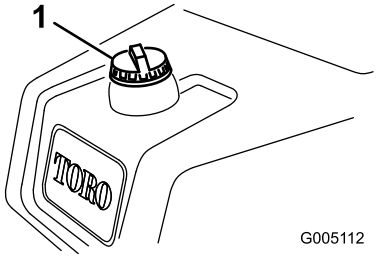

**Figur 23**
1. Rengør området rundt om brændstoftankens dæksel (Figur 23).